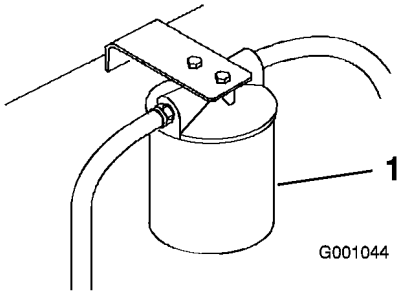

Figur 67
3. Stil et aftapningskar under filteret, fjern det gamle filter, og tør filteradapterpakningens overflade ren (Figur 67).